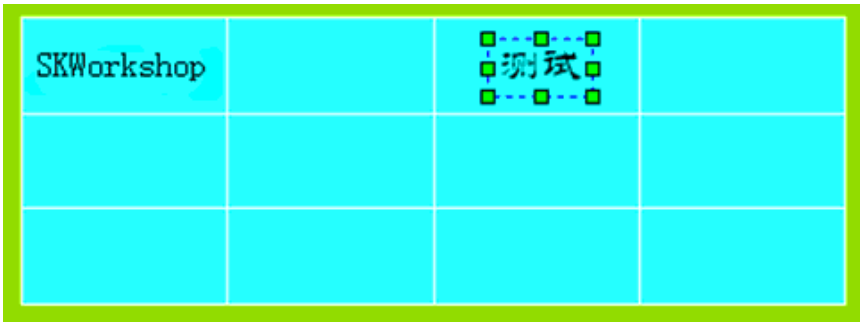

Рисунок 4-40 Пример нарисованной таблицы.
- После изменения свойств таблицы, нажмите кнопку OK для закрытия окна. Затем, в окне редактирования изображения, форма мыши изменится на . Наведите курсор на место, где будет отображаться таблица, щелкните левой кнопкой мыши и перетащите курсор в другое подходящее место, затем еще раз щелкните левой кнопкой. Система нарисует таблицу автоматически. Смотрите рисунок 4-40